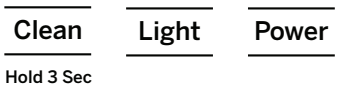

Figura 2
2. Enchufe la Opal y mantenga presionado el botón “Clean” (Limpieza) durante 3 segundos para iniciar el proceso de limpieza. Ver Figura 2.